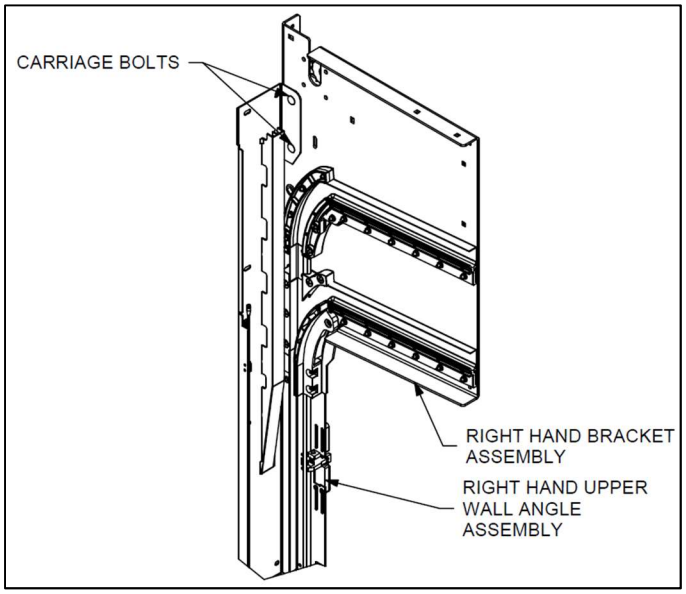

***Figure 7 – RIGHT-HAND BRACKET ASSEMBLY MOUNTED TO UPPER WALL ANGLE ASSEMBLY***
15. Locate the right-hand bracket assembly, see figure below. Attach the bracket assembly to the upper wall angle assembly using the 3/8 x 1” [9 mm x 25 mm] carriage bolts, washers, and nuts provided in the hardware box. See **Figure 7**.